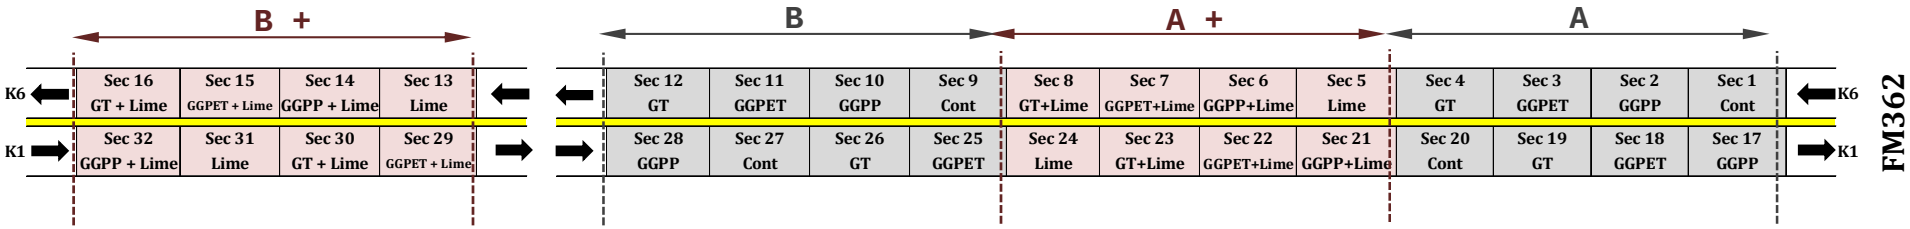
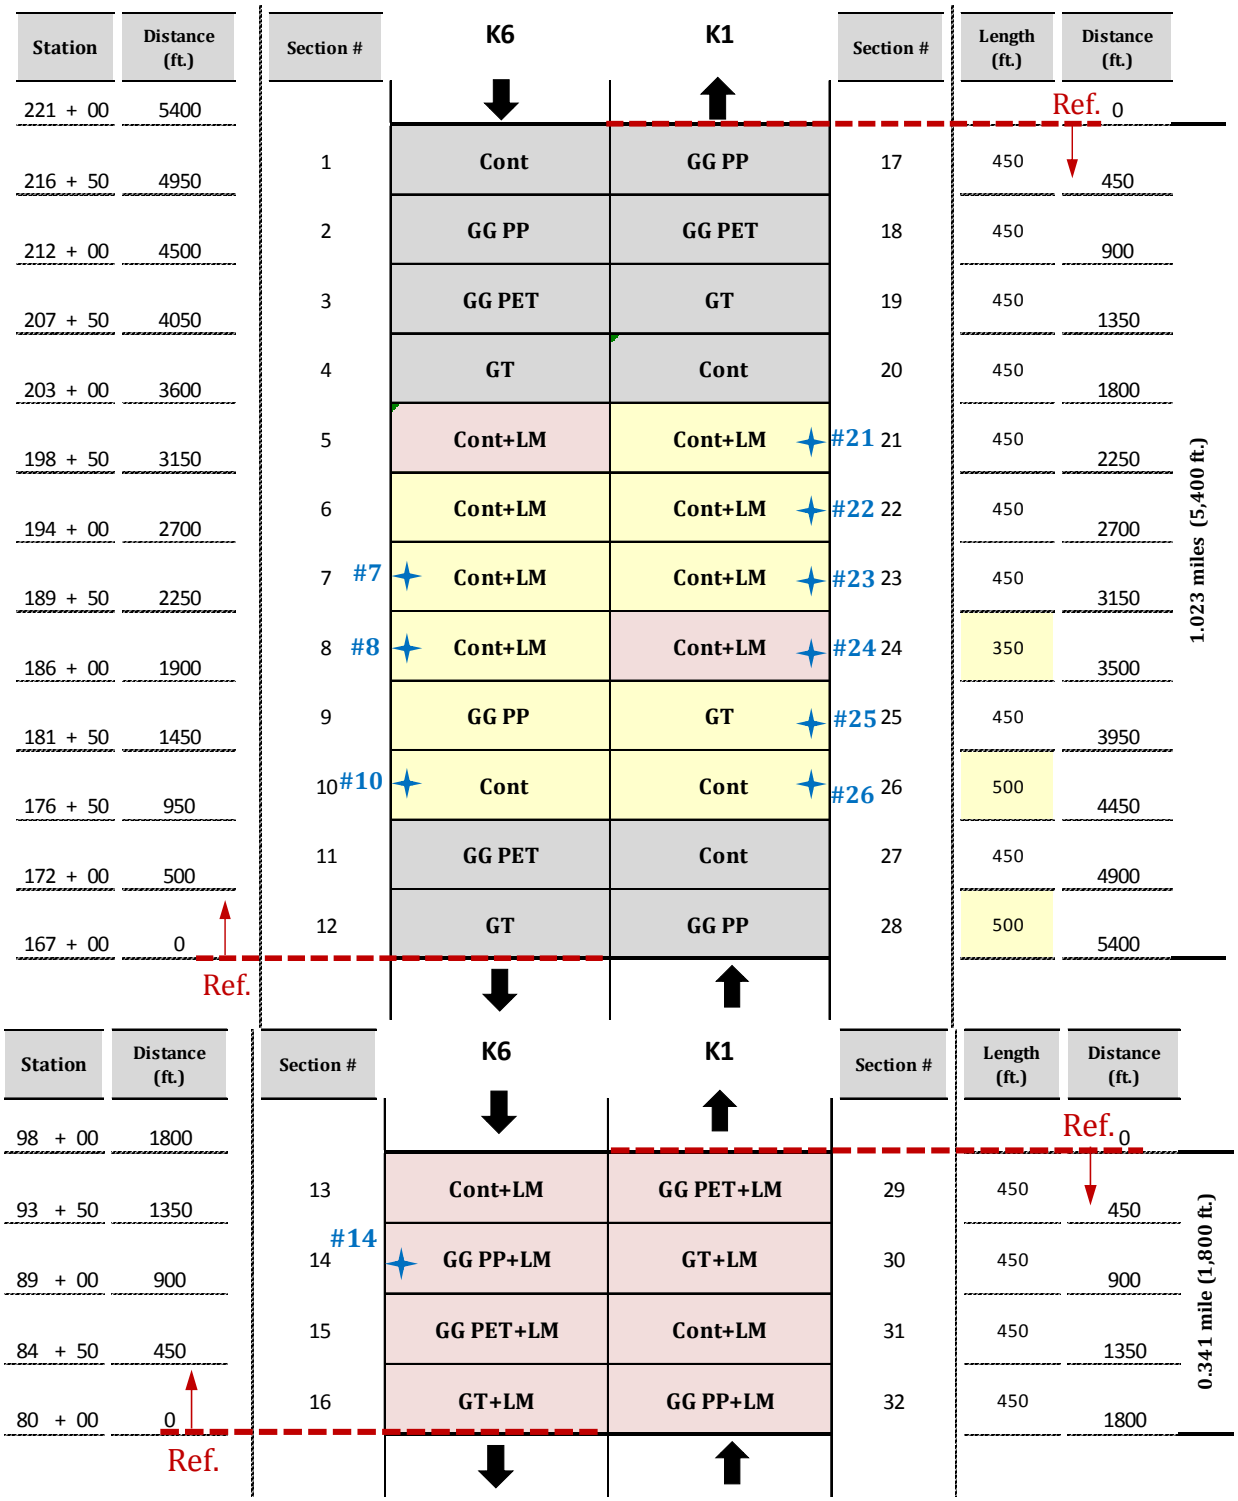
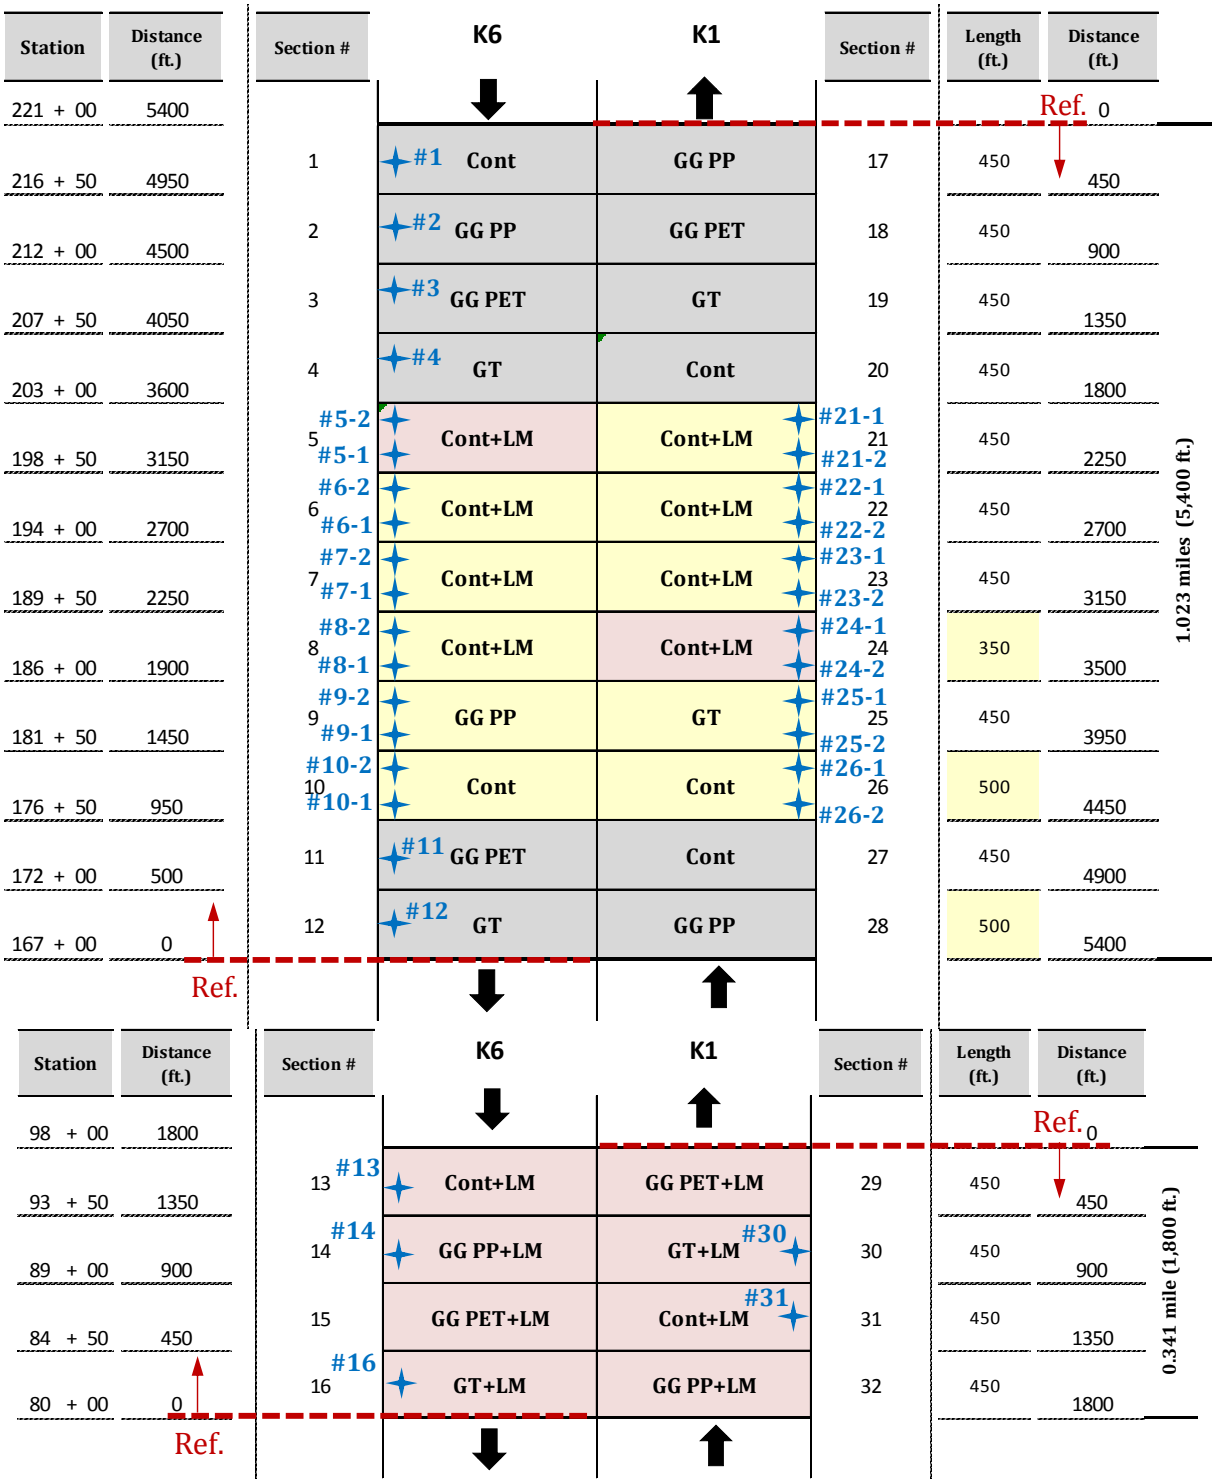

Figure 3.7 Original layout of test sections in FM2 road.
Figure 3.9 Set I of proposed borings
Figure 3.10 Set II of proposed borings.
The original layout proposed for the construction is presented in Figure 3.7. In this layout, all test sections were 450 ft long, organized as follows:
- The testing sections were divided into four areas: Areas "A," "A + Lime," "B," and "B + Lime" (Figure 3.7).
- **Area "B + Lime":** This area included the next four sections in both lanes, and was composed of the same schemes as Area "B" with the addition of the lime stabilization. Note that this area lies in Part 2 of the testing sections identified in Figure 3.7.
a) The most controversial areas in FM2 where the actual section layout has not been fully verified during the previous investigations. This includes Areas (A+Lime) and (B), illustrated in Figure 3.7, where the length and the layout of the sections were reassessed in 2010. The location of the proposed borings in his region (eastern portion of FM2) is shown in Figure 3.9. The borings are proposed to be drilled in the middle of the originally proposed 500 ft-long sections.
b) One boring in one of the remaining test sections (central portion of FM2), as also shown in Figure 3.9. The main objective of these borings is to investigate the pavement layer and subgrade soil properties.
a) The various areas in FM2 where the actual section layout has not been fully verified during the previous investigations. As mentioned, this includes Areas (A) and (B), illustrated in Figure 3.7, where the length and the layout of the sections were reassessed in 2009. The location of the proposed borings in his region (eastern portion of FM2) is shown in Figure 3.10.
d) One boring in Category (I) is in Section 30 on K1 Lane. Although Section 30 is expected to be reinforced with a geotextile layer, in a number of the visual surveys a geogrid layer was observed in this section. This boring helps verify the actual geosynthetic layer in this section.
e) The last boring in Category (I) is proposed to be conducted in Section 31 on Lane K1, as this is the only area without boring in Set II.